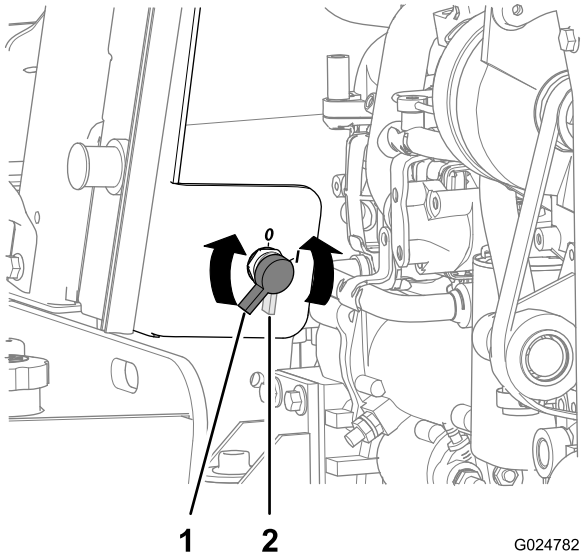

Figure 79
2. Branchez le câble positif du chargeur de batterie à la borne positive de la batterie (Figure 79).
2. Tournez le coupe-batterie dans le sens antihoraire en position désactivée (Figure 79).
8. Tournez le coupe-batterie dans le sens horaire à la position activée (Figure 79).